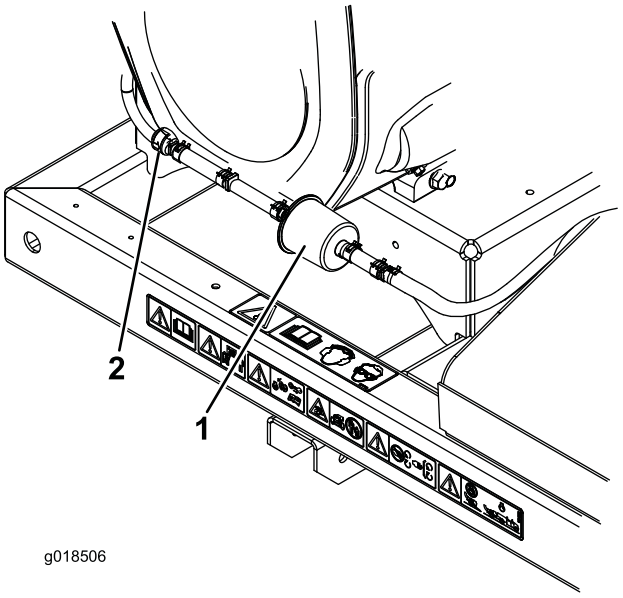

Figuur 18
2. De verende slangklemmen aan beide zijden van het purgeerlijnfilter van de koolstofhouder wegnemen van het filter (Figuur 18).
3. Verwijder het koolstoffilter en gooi het weg (Figuur 18).
4. Monteer een nieuw filter op de slang. De pijl op het filter moet naar de afsluitklep wijzen. Bevestig met de slangklemmen (Figuur 18).